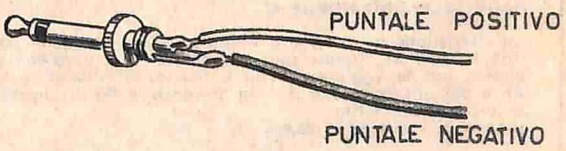

**Fig. 3 - Esempio di presa jack da utilizzarsi per l'applicazione dei puntali e dell'auricolare all'apparecchio descritto in queste pagine.**
**Fig. 3 - La presa jack, per poter far scattare la serratura elettrica, deve essere circuitata nei suoi terminali mediante l'aggiunta, con saldatura a stagno, di un pezzetto di filo conduttore.**